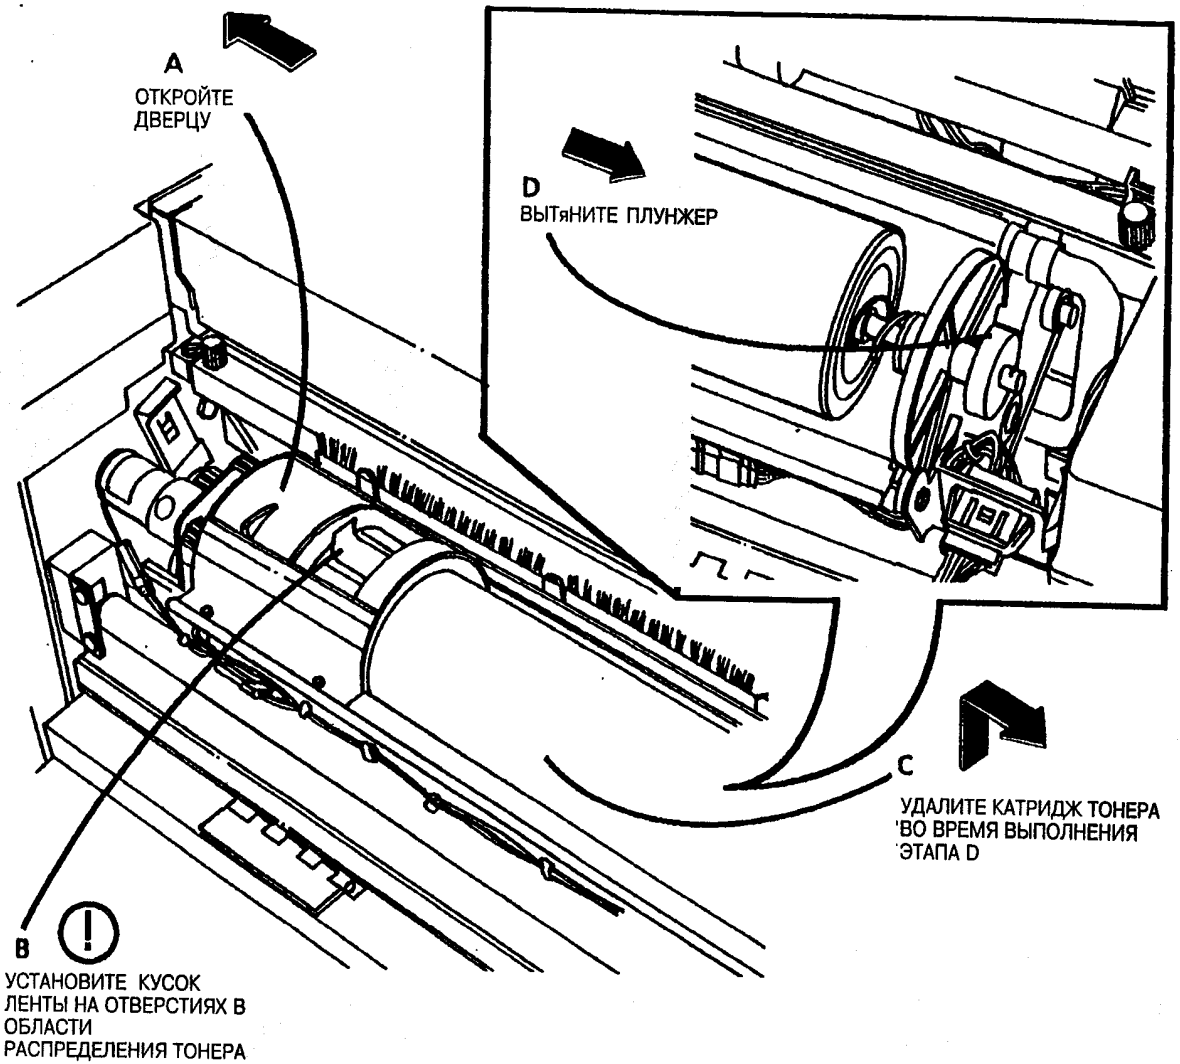

Рис. 2. Удалите катридж тонера
3. (Рис. 2): Удалите катридж тонера.